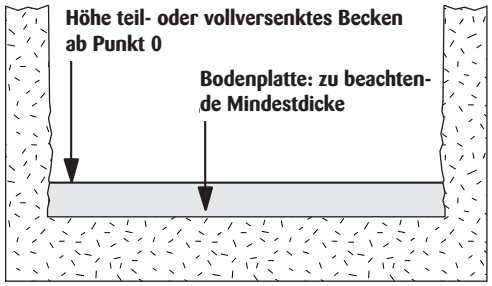

Abb. 17
• Jede Unebenheit der Bodenplatte wird bei gefülltem Becken sichtbar. Überprüfen Sie die Glattheit und die einwandfreie Ausführung der Oberfläche (vollkommen waagerech), Abb. 17.